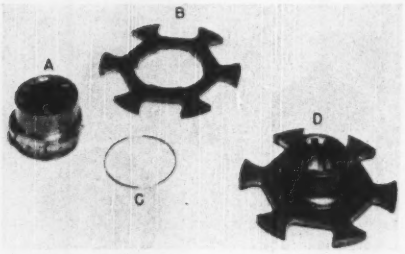

FIG. 16 AUTOMOTIVE CLUTCH HUB
Formerly Forged. The automotive clutch hub shown in Fig. 16(D) was formerly forged but involved some expensive machining operations on the flange. It is now furnace-brazed,